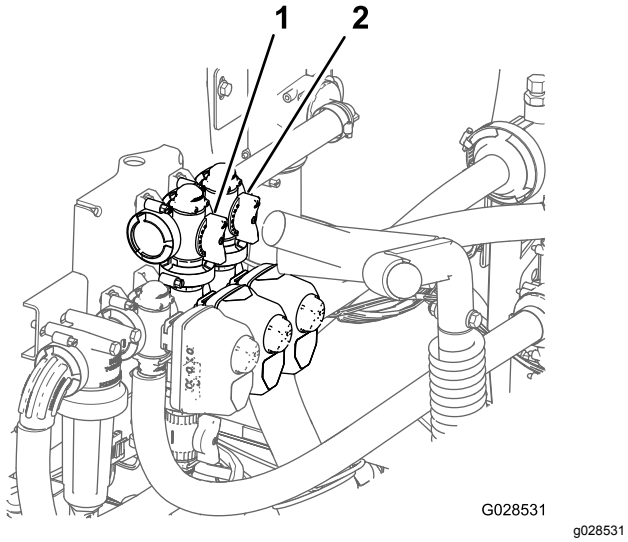

Figur 76
11. Juster omrøringsomløbsventilen (Figur 76) på bagsiden af omrøringsventilen, indtil trykmåleren står på 6,9 bar.
8. Juster grebet til hovedbommens omløbsventil for at styre omrøringen i tanken (Figur 76).